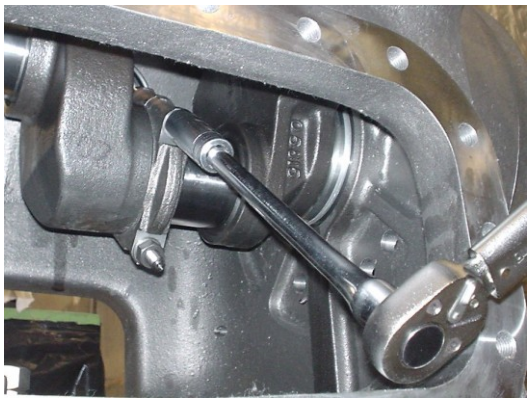

Fig. 5-94 Tightening of Connecting Rod
12. Tighten the connecting rod nut on both sides (No.1) alternately, and tighten them to the specified torque. Then (No.2) alternately and tighten them to the specified torque (see Fig. 5-94).